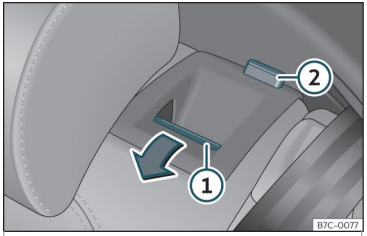

Fig. 102 Asiento trasero: abatir el respaldo.
- Pulse la tecla de desbloqueo››› **fig. 102** ① hacia delante y, al mismo tiempo, abata el respaldo. El respaldo trasero está desbloqueado cuando se ve una marca roja en la tecla ②.
El respaldo trasero está desbloqueado cuando se ve una marca roja en la tecla ››› **fig. 102** ②.